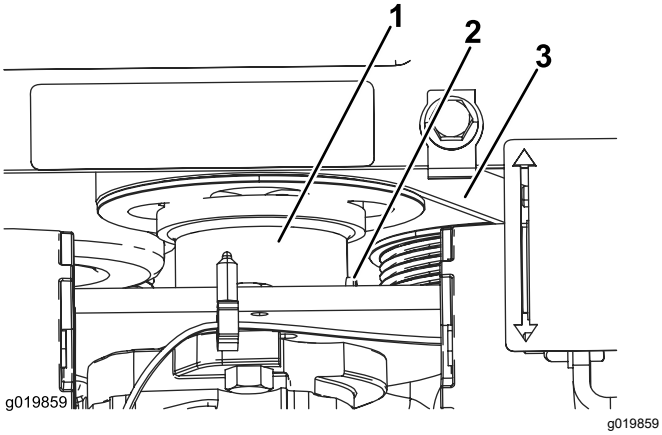

Figuur 51
5. Zet de stelschroef van de tandwielpompaandrijf-koppeling los (Figuur 51).